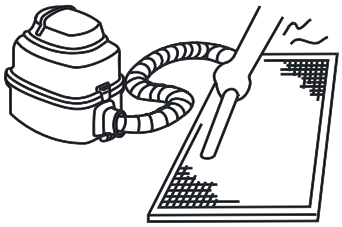

Rys. 5-6
a. Strona wlotu powietrza powinna być skierowana w górę, jeśli używasz odkurzacza. (patrz Rys. 5-6).